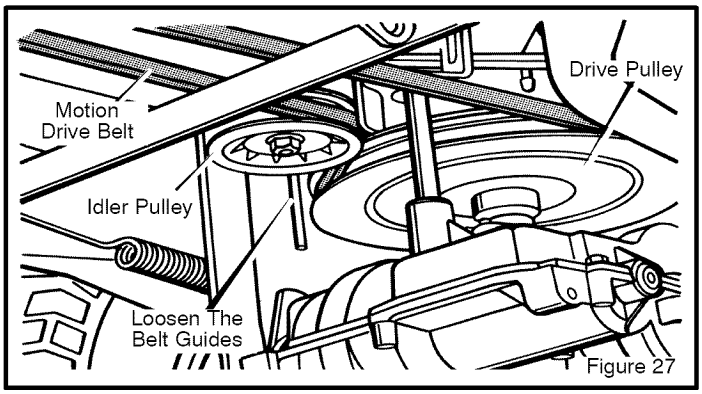
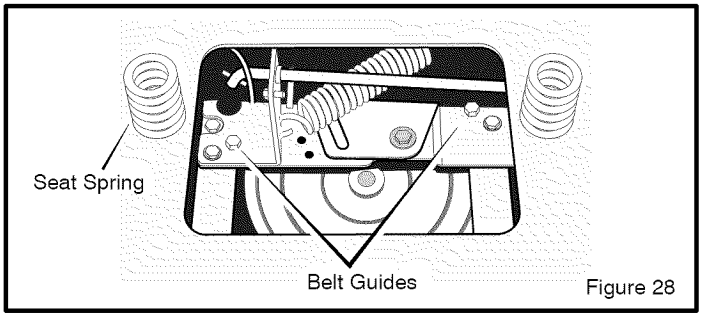
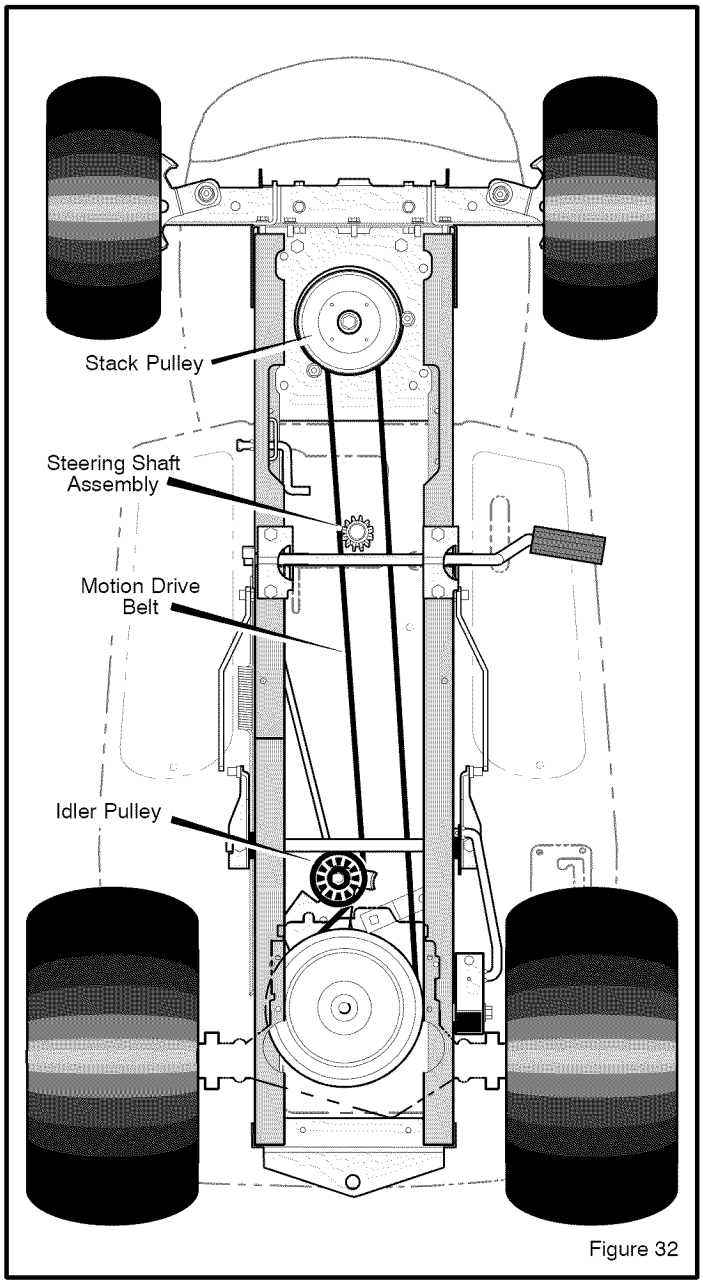

Figure 27
Figure 28
Figure 32
3. Remove the **idler pulley** (Figure 27).
5. Loosen the **belt guides** at the **drive pulley** (Figure 28).
6. Remove the **motion drive belt** from the **drive pulley** (Figure 27).
3. Install the end of the **motion drive belt** around the **drive pulley** (Figure 27).
4. Tighten the **belt guides** at the **drive pulley** (Figure 28).
5. Put the belt around the **idler pulley** (Figure 27, Figure 32). Assemble the **idler pulley**. Fasten the **idler pulley** with the hex nut. Make sure the flat side of the belt is against the **idler pulley**. Also, make sure the belt is not twisted.
6. Make sure the **motion drive belt** is inside all the **belt guides** (Figure 27, Figure 28).
10. Check the routing of the motion drive belt. Make sure the **motion drive belt** is installed correctly on the **idler pulley**. Make sure the **steering shaft assembly** in inside the **motion drive belt** (Figure 32).